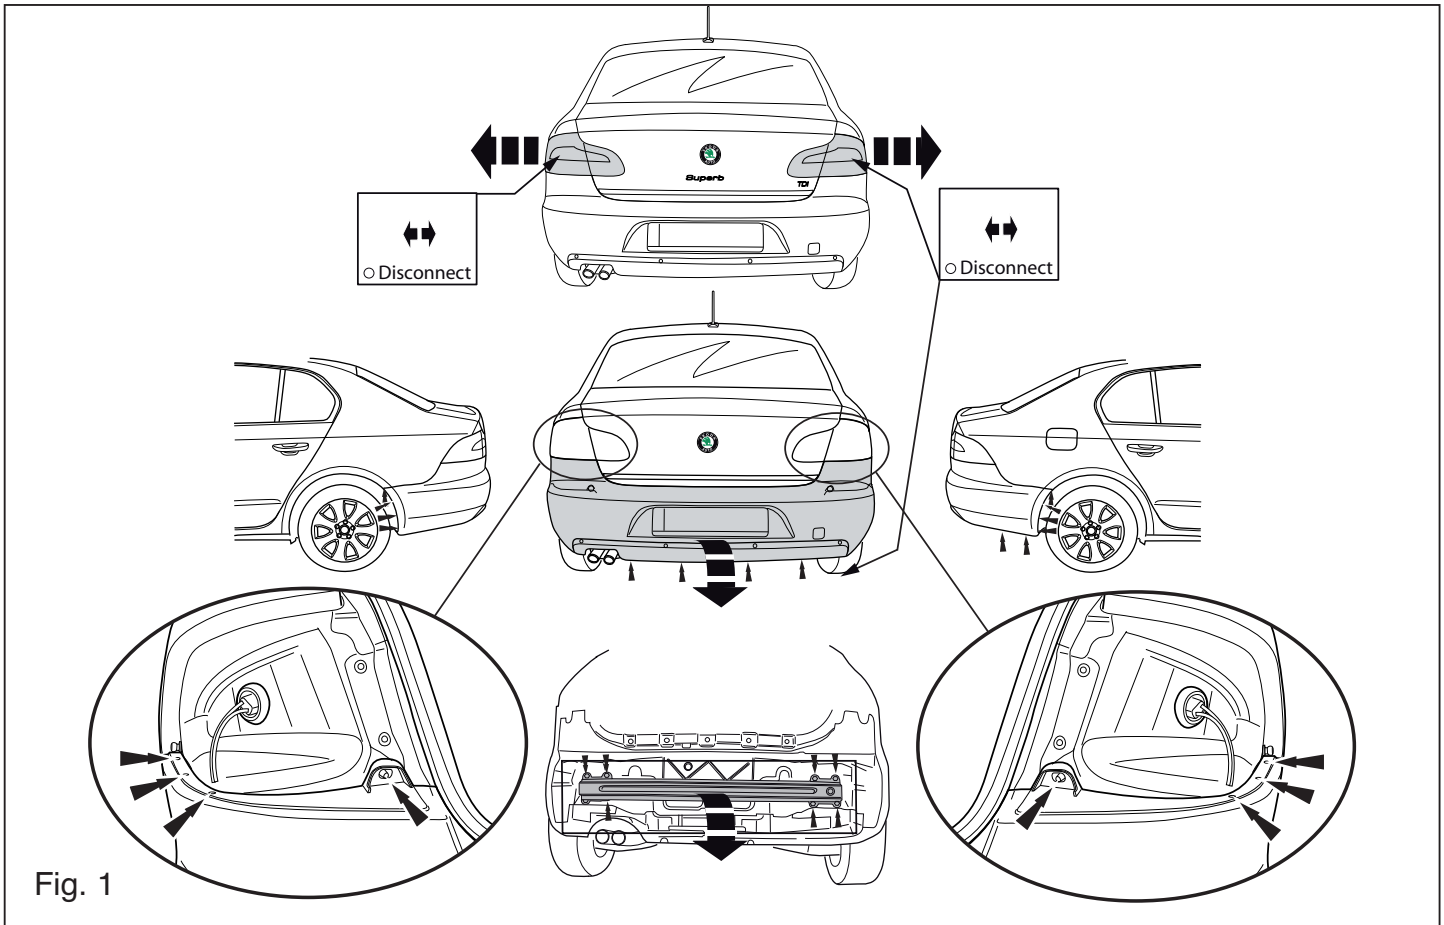

Fig. 1
1. Снять оба блока задних фар. См. рисунок 1.
2. Снять бампер. См. рисунок 1.